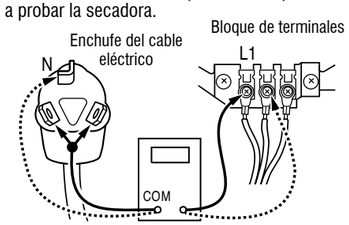

Figura 4: Conexiones entre enchufe y terminal para la secadora eléctrica
3. Con un ohmímetro, verifique la continuidad entre la terminal neutra (N) del enchufe y el contacto central en el bloque de terminales. Consulte la Figura 4.
4. De manera similar, compruebe qué terminal del enchufe está conectada al contacto ubicado en el extremo izquierdo del bloque de terminales y anótelo. Esto será L1 (cable negro) en el diagrama de cableado. Consulte la Figura 4.